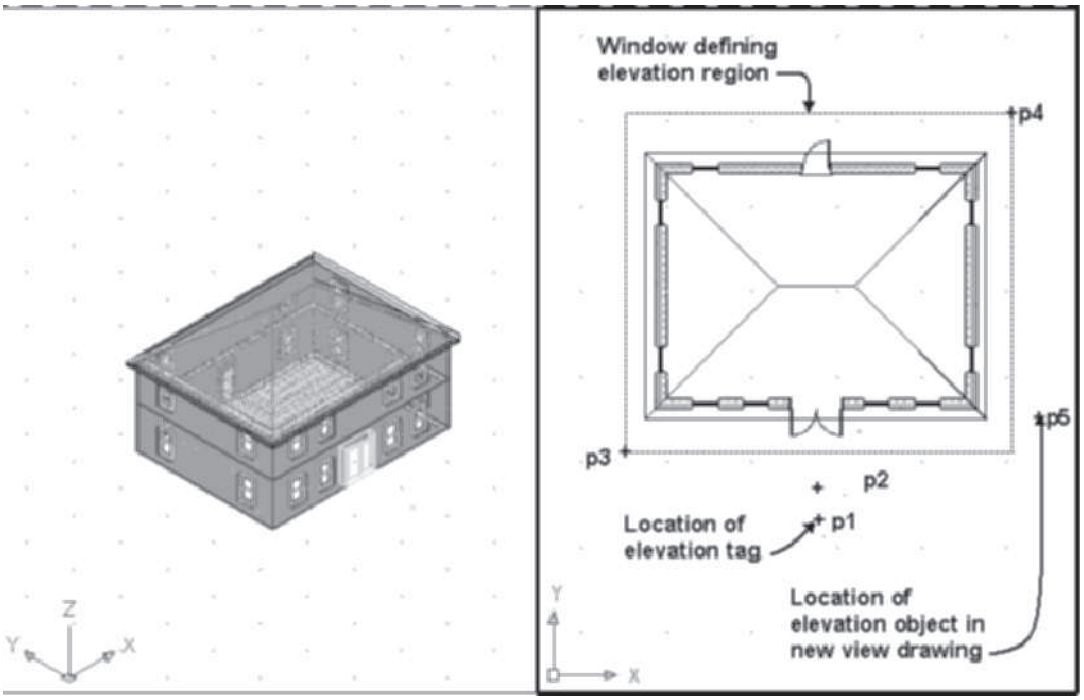
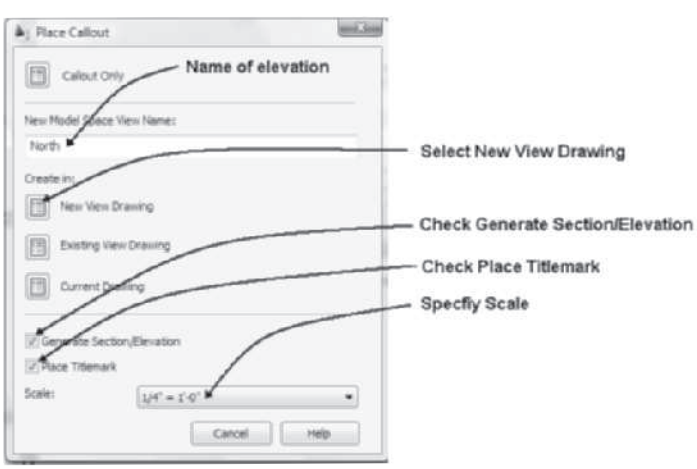
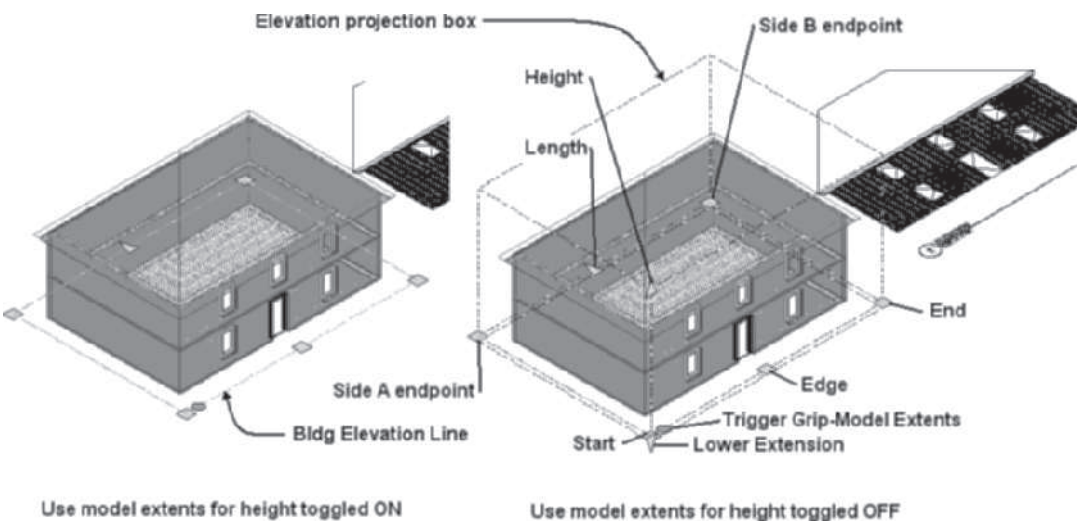

FIGURE 12.4 *Specify location of callout and building elevation line*
FIGURE 12.5 *Place Callout dialog box*
FIGURE 12.13 *Elevation drawing in the View drawing*
Each of the elevation mark tools of the Callouts palette opens the **Place Callout** dialog box, which includes options to place the mark as shown in Figure 12.5. When you select the elevation mark tool, you are prompted to specify the location and direction of the tag (see Figure 12.4), and then the **Place Callout** dialog box opens. The tag is an annotative tag that will include scale representations for the annotation scale. The building elevation line is created during the process of placing the callout if you check **Generate Section/Elevation**. The **Place Callout** dialog box allows you to create a new View drawing, replace an existing view elevation drawing, or add an elevation within the current drawing as shown in Figure 12.5. After you place the elevation mark, you are prompted to select the corner of the elevation region, which places the elevation building line and defines the view direction of the projection box for the elevation. The elevation or section line and projection box shown in Figure 12.13 specify the objects included in the elevation or section view.
`Specify location of elevation tag:` *`(Select a point near`* `p1` *`as shown in`* `Figure 12.4` *`to place the callout.)`*
`Specify direction for elevation:` *`(Select a point near`* `p2` *`as shown in`* `Figure 12.4` *`to specify the direction of view.)`*
4. The **Place Callout** dialog box opens as shown in Figure 12.5. Type **North** in the **New Model Space View Name** field, verify that **Generate Section/Elevation** and **Place Titlemark** are checked, set the scale to **1/4" = 1'-0" [1:50]**, and check **New View Drawing** to open the **Add Section/Elevation View** dialog box.
`Specify first corner of elevation region:` *`(Select a point near`* `p3` *`as shown in`* `Figure 12.4` *`to define the start location of the projection box.)`*
`Specify opposite corner of elevation region:` *`(Select a point near`* `p4` *`as shown in`* `Figure 12.4` *`to define the size and content of the projection box.)`*
`Specify insertion point for the 2D elevation result:` *`(Select a point near`* `p5` *`as shown in`* `Figure 12.4` *`to locate the coordinates of the new elevation view.)`*
After you create the elevation view, you can open the Construct drawings and make revisions. The elevation can be updated to reflect the changes. However, the building elevation line defines the viewing direction and size of the three-dimensional projection box for content of the elevation; therefore, only those objects that fall within the box will be included in the elevation. For the elevation to be captured correctly, the changes in the construct may require the size and location of the building elevation line to be changed. You can select the building elevation line in the View drawing to modify its location and size using grips. The size of the elevation projection box can be changed by dragging the grips located at the base of the projection box shown in Figure 12.13. The default height of the building elevation projection box is set equal to the height of the model space entities within the building line. If you select the trigger grip shown on the next page in Figure 12.13, the height of the projection box is displayed, and you can select the height and lower extension grips to edit the projection box.